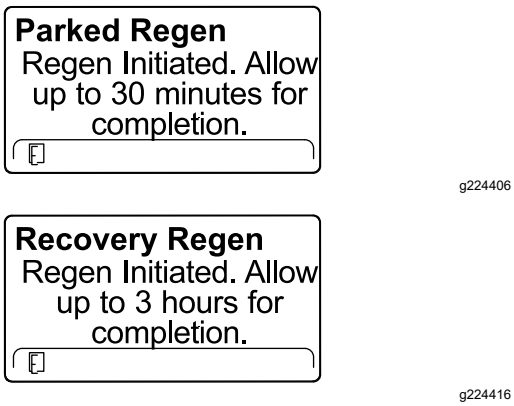

Figuur 58
6. Het InfoCenter toont hoe lang de regeneratie zal duren (Figuur 58).